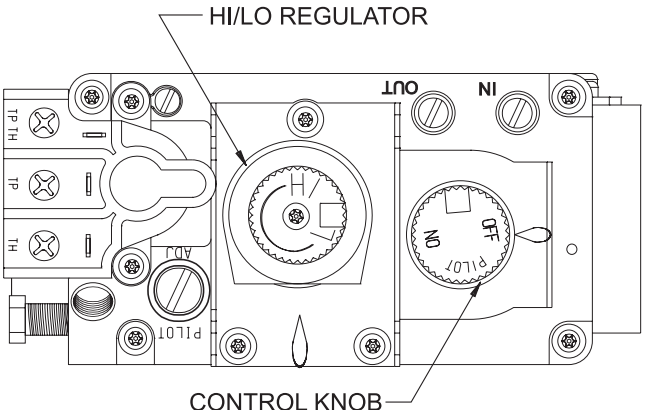

Figure 27
***NOTICE*:** The gas control valve allows you to increase or decrease the height of the main burner flame. The control valve has a pressure regulator with a knob as shown in **Figure 27**. Rotate the knob clockwise to "HI" to increase the flame height and counterclockwise to "LO" to decrease the flame height.